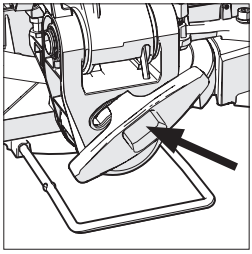

Fig. 22
- Loosen the bevel locking screw **(Fig. 22)**.